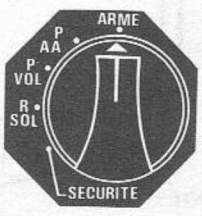

FIGURE 11 - POSTE DE SECURITE ARMEMENT
11.2.2.2.1 - Poste de sécurité armement (Fig. 11)